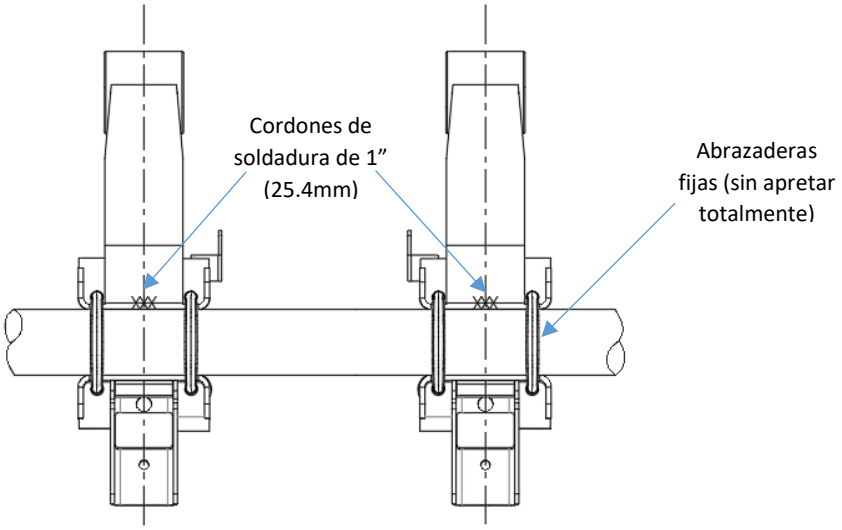

Figura 6. Ubicación de puntos previos de soldadura (vista inferior)
7. Una vez revisados los puntos anteriores, colocar las abrazaderas de manera que el ensamble se mantenga en su posición (no apretar las abrazaderas totalmente, ver figura 6).
8. Para fijar el ensamble, aplicar un punto de soldadura de 1” como se muestra en la figura 6